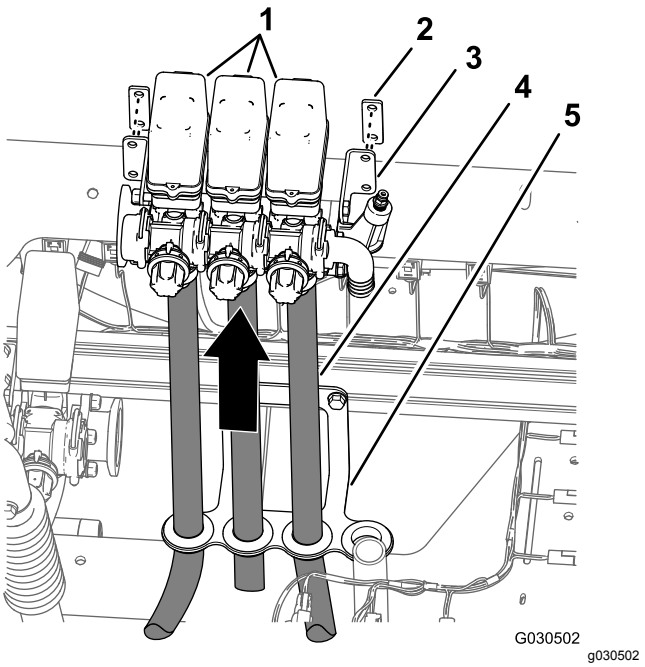

Figur 65
8. Med de tre bomslangene festet til de tre bomseksjonsventilene, løft forsiktig ventilene fra slangeisolasjonsrøret og fjern ventilene og slangene fra maskinen (Figur 65).